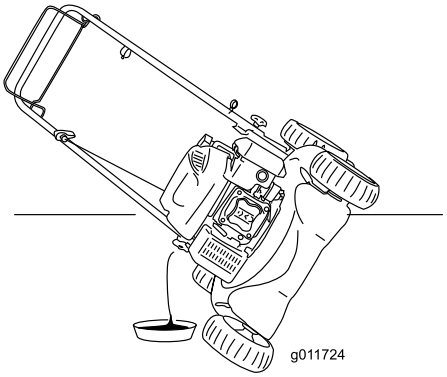

Figur 21
5. Vend gressklipperen over på siden, med peilestaven ned, for å tømme den brukte oljen ut gjennom oljefyllingsrøret (Figur 21).